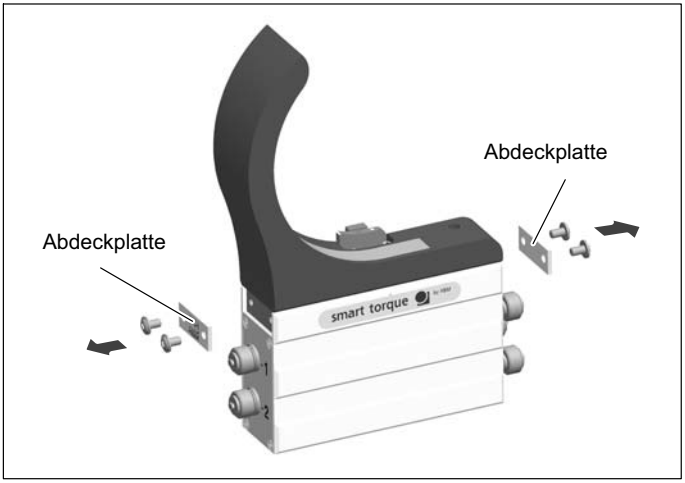

Abb. 8.4 Abdeckplatten am Statorgehäuse
1. Entfernen Sie die seitlichen Abdeckplatten am Statorgehäuse (*siehe Abb. 8.4.*)